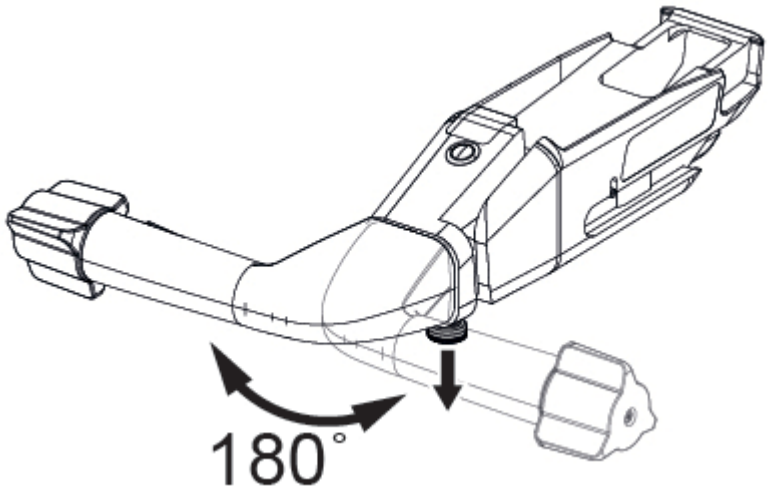

Abbildung 6-5. Ändern der Ausrichtung des Griffs für motorisierten Transport
2. Um den Griff für motorisierten Transport zu drehen, ziehen Sie die Positionsverriegelung und drehen Sie den Griff für motorisierten Transport in die gewünschte Position. Siehe *Abbildung 6-5*.